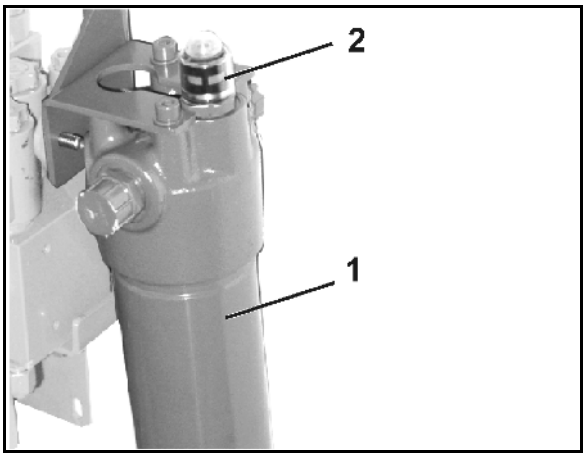

図 97
1. プロペラシャフトの接続ヨーク (図 97/2) にある円錐形グリースニップル (図 97/1) を、保護カバー下側の開口部を通じて外します。
2. プロペラシャフトのヨークフランジ (図 97/3) とギアボックス入力軸のフランジの間のせん断ボルト (図 97/4) を取り外します。